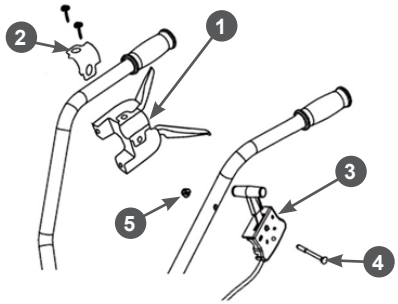

Рис. 9 Установка рычагов включения хода и газа
8. Установите на правую рабочую рукоятку кронштейн 1 с рычагами включения переднего и заднего хода (Рис. 9). Для этого выполните следующее: открутите два винта крепления скобы и снимите скобу 2 крепления с кронштейна рычагов включения переднего и заднего хода. Установите кронштейн 1 снизу на правую рабочую рукоятку, а сверху приложите скобу крепления. Совместите отверстия в кронштейне и скобе и закрутите винты крепления, не затягивая их. Отрегулируйте положение кронштейна на рабочей рукоятке так, чтобы правой рукой было удобно по очереди нажимать и на рычаг включения переднего и на рычаг включения заднего хода. После окончательной регулировки плотно затяните винты крепления скобы (Рис. 9).
9. Установите на левую рабочую рукоятку рычаг 3 газа (Рис. 9). Для установки рычага 3 газа совместите отверстия в левой рабочей рукоятке и корпусе рычага 3 газа, вставьте в отверстие болт 4 и закрутите гайку 5 до упора (Рис. 9).